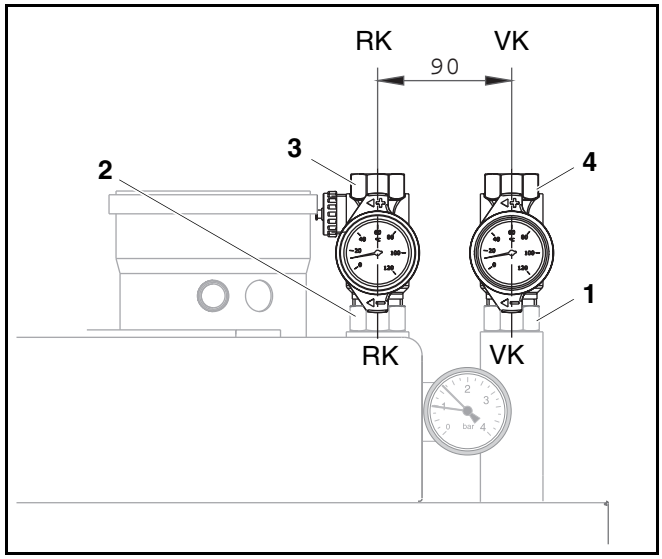

Rys. 22 Montaż zestawu przyłączeniowego AS HK
- W rurę powrotu (rys. 22, **poz. 2**) włożyć uszczelkę Ø 21 x 30 x 2 i przykręcić zawór kulowy powrotu (rys. 22, **poz. 3**).
- W rurę zasilania (rys. 22, **poz. 1**) włożyć uszczelkę Ø 21 x 30 x 2 i przykręcić zawór kulowy zasilania (rys. 22, **poz. 4**).
- Wyrównać położenia zaworów kulowych powrotu i zasilania (patrz rys. 22).